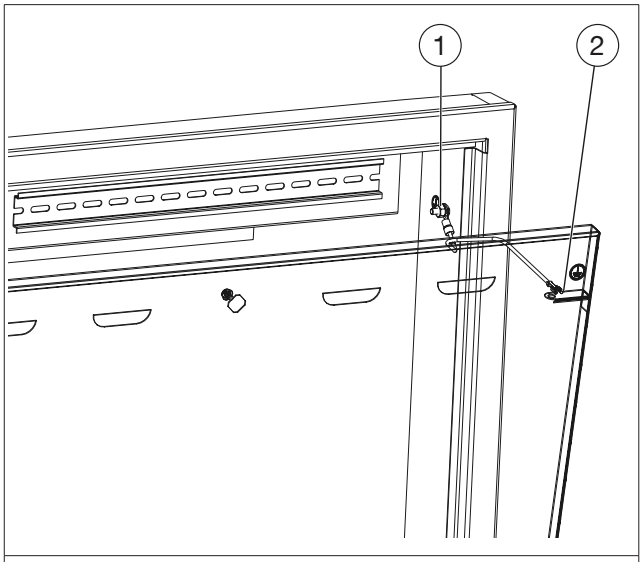

Fig. 8: Mise à la terre de la porte
1. Raccorder le point central de mise à la terre (voir Fig. 8 en page 29 (1)) au rail de compensation de potentiel du bâtiment au travers d'un câble.
Le point central de mise à la terre se trouve sur la paroi latérale droite du coffret pour pose encastrée (voir Fig. 8 en page 29).
2. Raccorder le point de mise à la terre de la porte (voir Fig. 8 en page 29 (2)) au point central de mise à la terre (1).